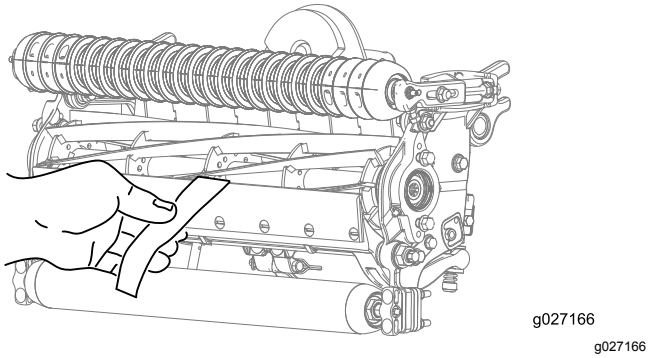

Figure 10
12. Contrôlez la performance de coupe en insérant une longue bande de papier de performance de coupe entre le cylindre et la contre-lame, perpendiculairement à la contre-lame (Figure 10).